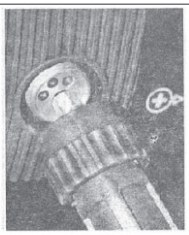

Fig 3
3) Insert the plug of the MIG torch in the EURO connector (Figure 3) on the front panel (Figure 1.A.2).